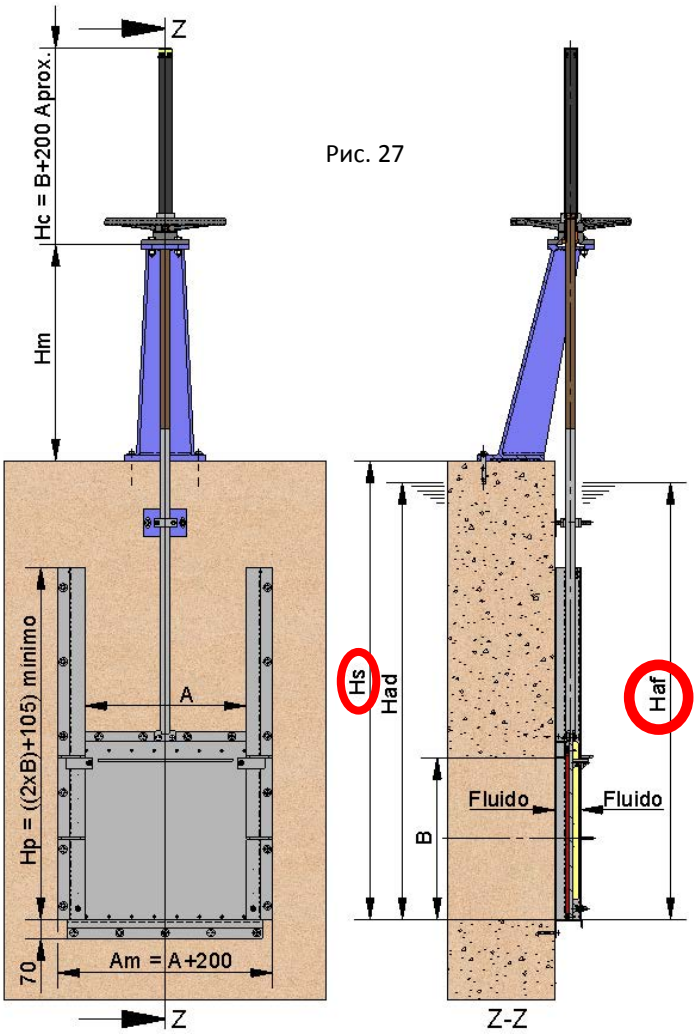

Рис. 27
Для переменных ширины и высоты мы используем параметры A и B, а также обозначение AxB (Ширина x Высота). Размеры – от 150 x 150 до 3000 x 3000 (по индивидуальному заказу размеры могут быть увеличены). Затворы могут быть квадратными либо прямоугольными, поэтому ширина (A) и высота (B) могут быть разными. Описание параметров на Рис. 27: